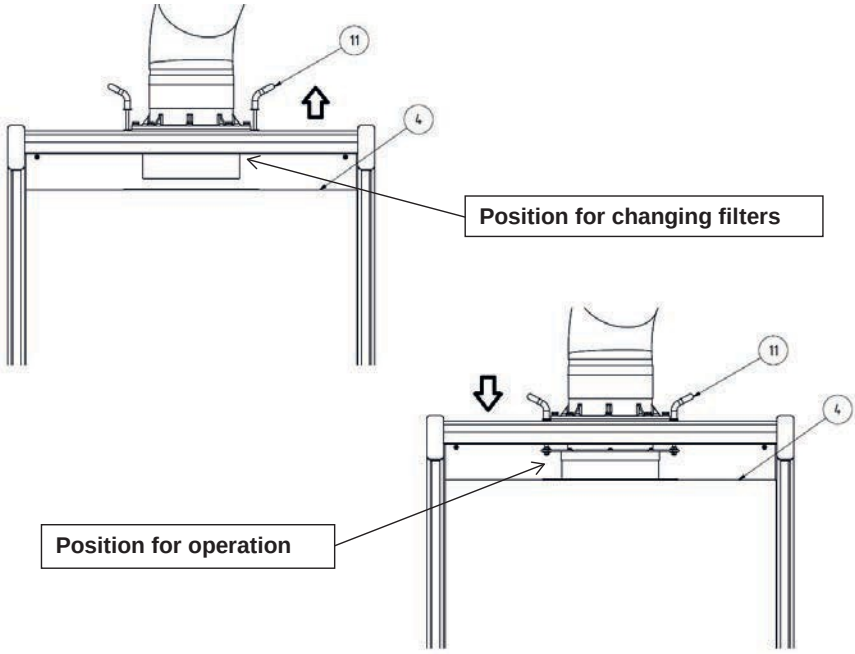

Figure 5, Changing filters
- Simultaneously pull the handles located on the filter change system upwards until the end stop is reached (Fig. 5, No. 11).
- Grasp the main filter at the sides (Fig. 5, No. 4).
- Now, by means of the two handles, press the filter change system downwards as far as the end stop (Fig. 5, No. 11).